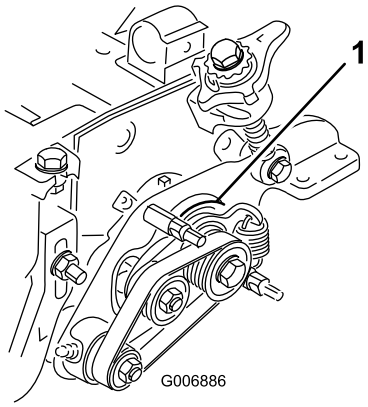

Figure 47
6. Vérifiez que la bague d'entraînement principal (Figure 47) pivote librement autour du moyeu d'entraînement.